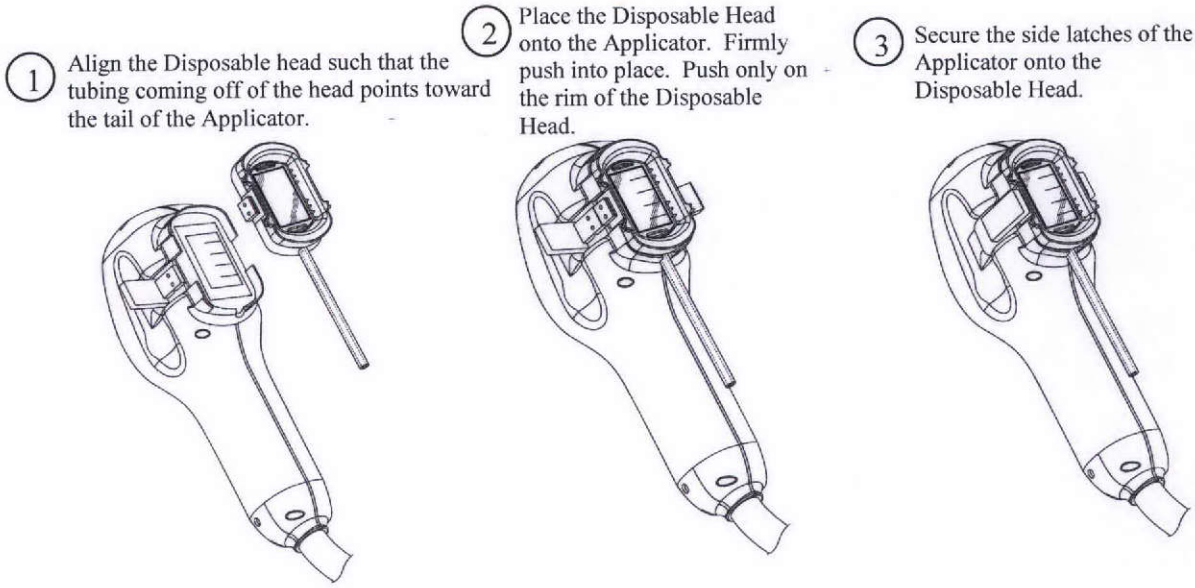

Figure 1. Connecting the Disposable Head onto the Applicator
- Connect the Applicator Disposable Head to the DTS Applicator LT (see Figure 1 below)